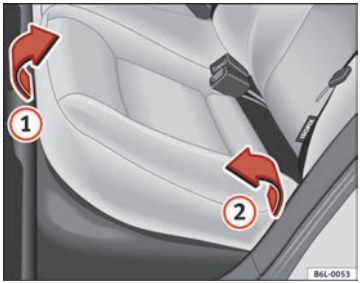
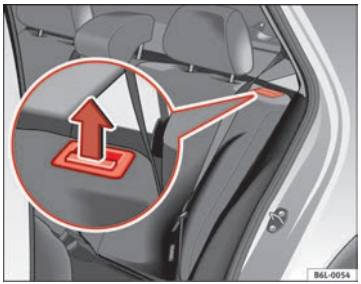

Fig. 74 Levantar el cojín del asiento trasero
Fig. 75 Tecla de desbloqueo del respaldo trasero
– Tire del borde delantero del cojín del asiento ⇒ fig. 74 (1) hacia arriba en la dirección de la flecha.
– Levante el cojín (2) hacia delante en la dirección de la flecha.
– Tire de la tecla de desbloqueo ⇒ fig. 75 en la dirección de la flecha y abata el respaldo hacia delante.